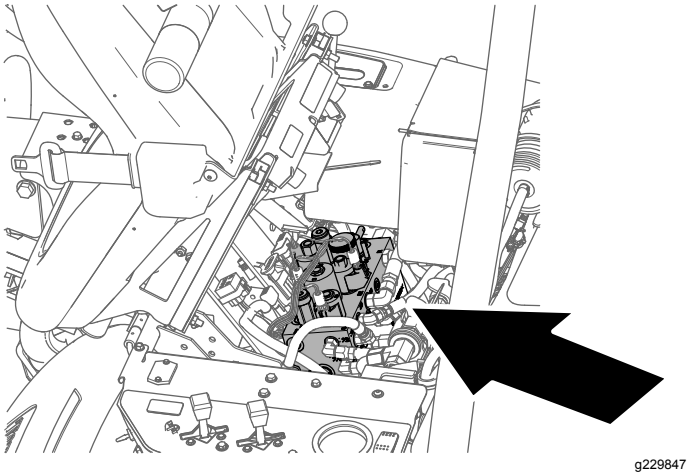

**Figur 64**
2. Tippa förarsätet framåt och säkra det med stöttan (Figur 64).